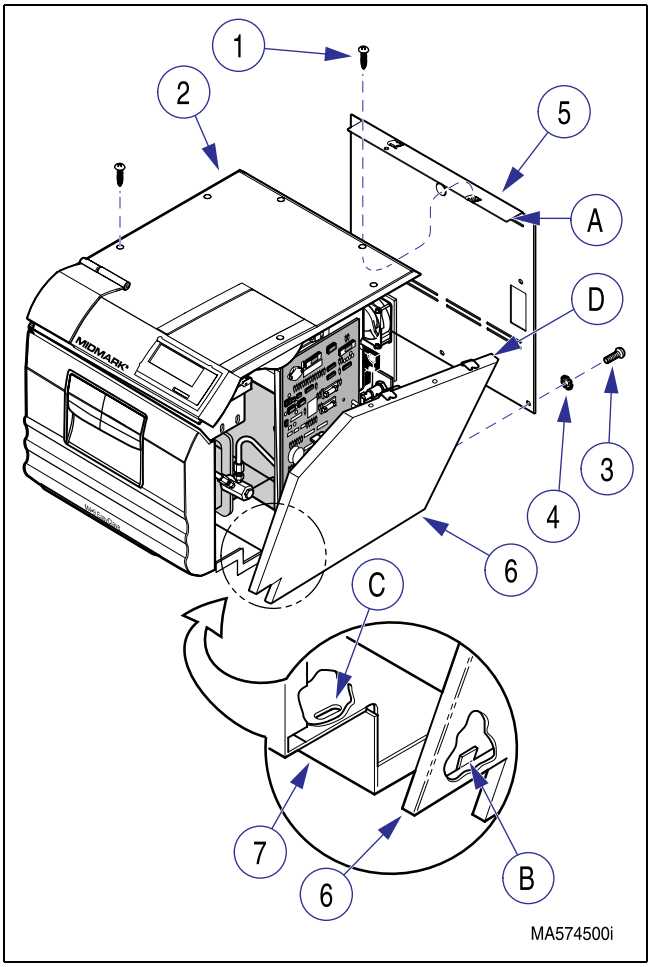

Figure 4-1. Side and Back Panels
(1) Unplug unit power cord from electrical receptacle.
(2) Remove six screws (1, Figure 4-1) from top cover (2).
(3) Remove three screws (3) and lockwashers (4) from back panel (5).
(4) Remove two side panels (6) by pulling outward and down on top edges of panels.
(5) Remove back panel (5) by pulling outward.
(1) Position back panel (5, Figure 4-1) so lip (A) of back panel is under top cover (2).
(2) Insert three tabs (B) of side panel (6) into three slots (C) of base (7). Raise side panel (6) into position so lip (D) is under top cover (2) and side panel lip on outside of back panel. Repeat for other side panel.
(3) Secure side panels (6) and back panel (5) in position with six screws (1), three screws (3), and lockwashers (4).
(4) Plug unit power cord into electrical receptacle.